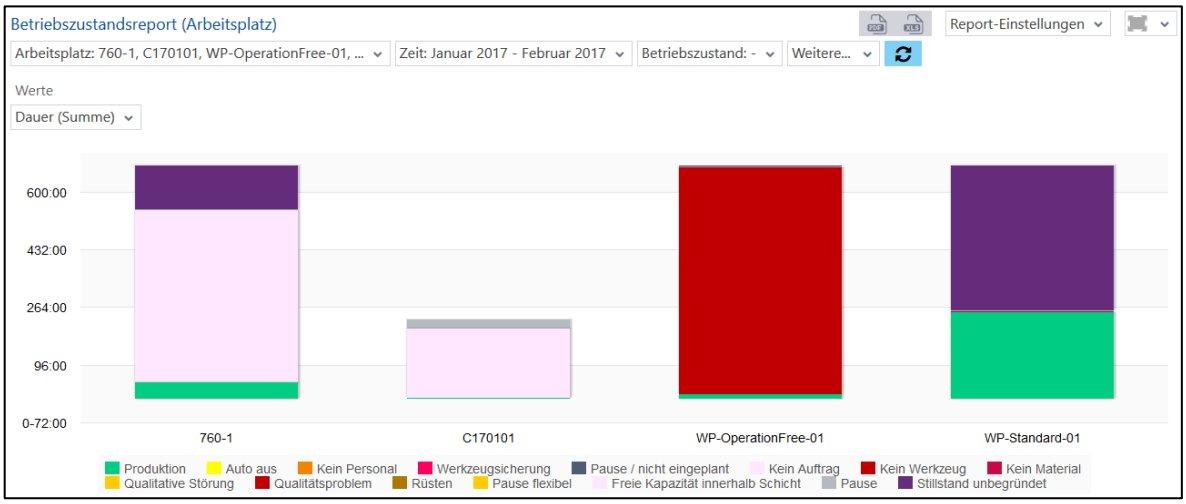

**Bild 59: Betriebszustandsreport (Arbeitsplatz) als Säulendiagramm**
- Betriebszustandsreport (Arbeitsplatz) als Säulendiagramm (Bild 59):